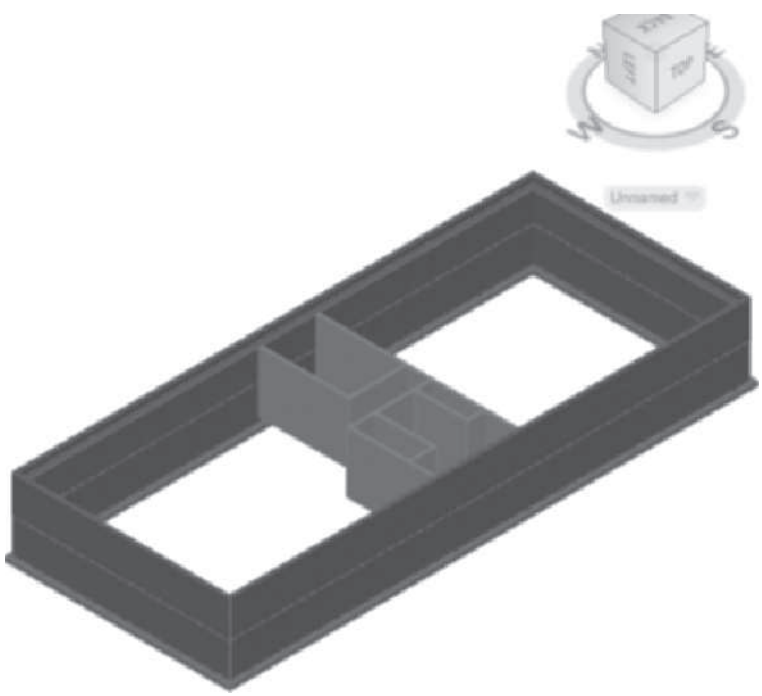

FIGURE 3.96 *Pictorial view of basement walls*
32. Click in the left viewport. Select **Realistic** from the **Visual Styles** flyout menu of the Visual Styles panel in the **View** tab to view the interior walls shown in Figure 3.96.